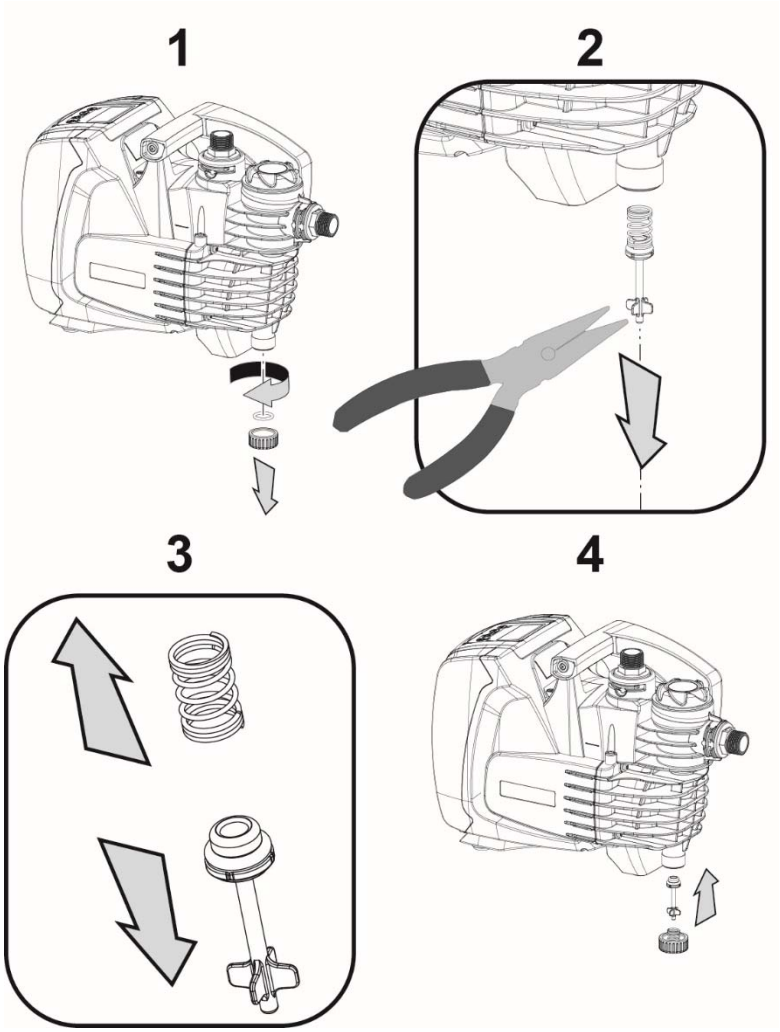

Fig. 5
3. Fjern afløbsproppen, og sørg for, at O-ringen ikke falder af (fig. 5).